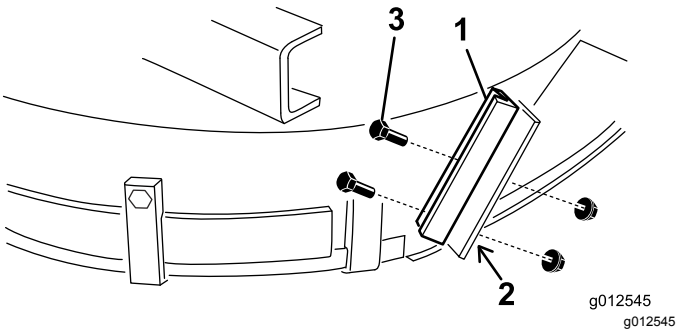

図 17
1. 新しいデフレクタストップを型紙として、元の平らなデフレクタストップの上にセットする 図 17。新しいデフレクタストップの底面が面一となっており、デッキ側面に接触し、デフレクタサポートの外側エッジに平行であることを確認する。
3. 古いデフレクタストップに新しいデフレクタサポートを取り付けるボルト¼-20 x ¾"2本とナットロックナット¼-20"を使って 図 17 のように取り付ける。